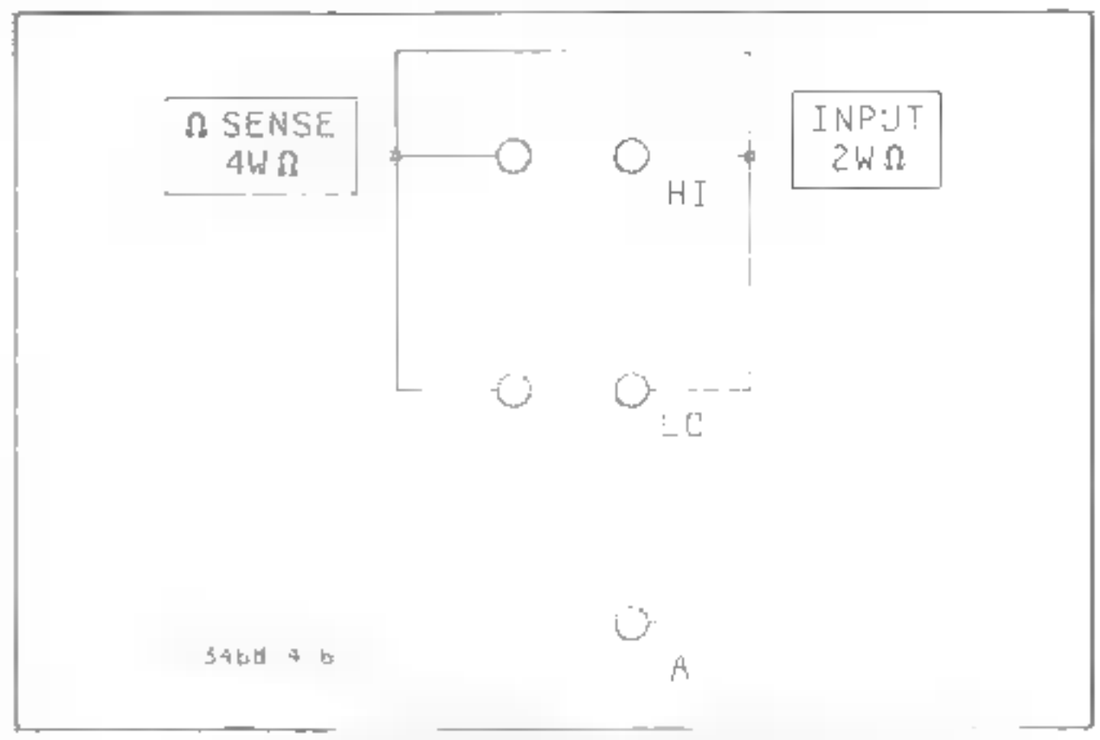
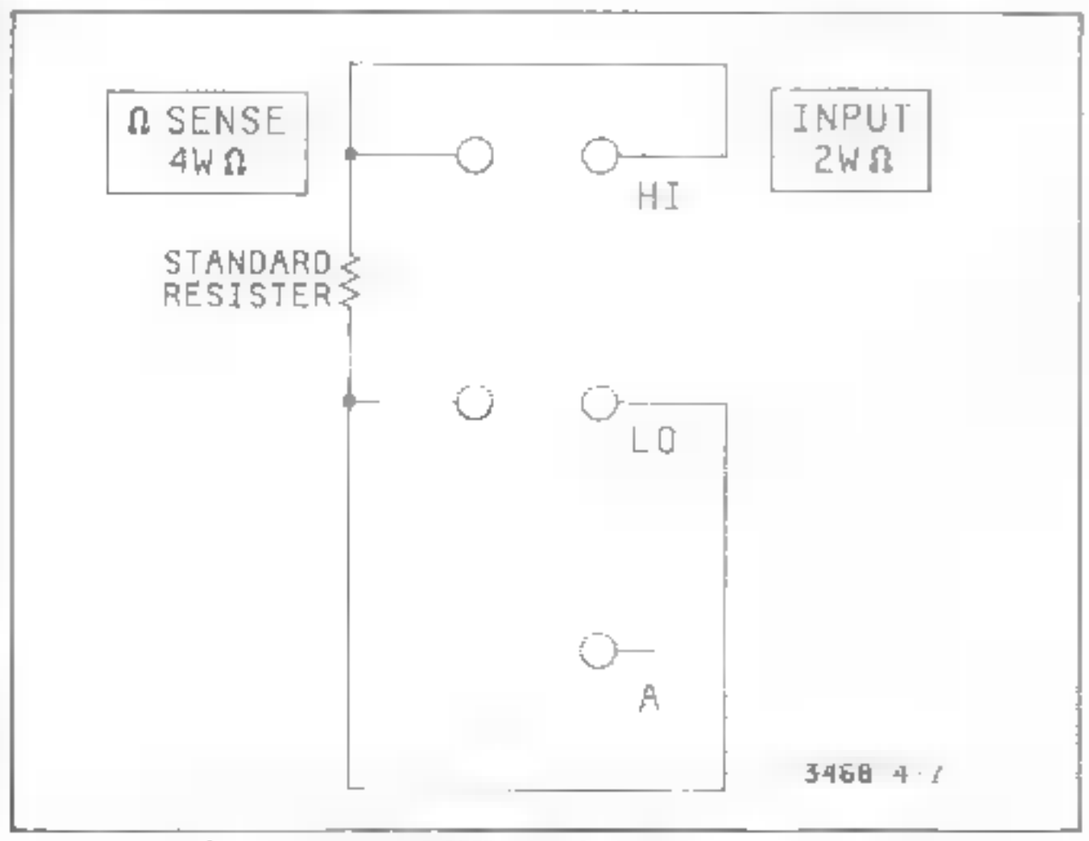

Figure 4-6. 4-Wire Ohms Test Connection
Figure 4-7. 4-Wire Ohms Connections
4-72. If the 3468A is to be tested in the 2-Wire Ohms Function, all test resistors are applied to the 3468A's INPUT Terminals. If the 4-Wire Ohms Function is to be tested, short the INPUT Terminals or connect the test resistors as shown in Figure 4-6 and Figure 4-7, respectively.
b. (Step #2.) Set the 3468A to the desired Ohms Function (see paragraph 4-70). If the 2-Wire Ohms Function is to be tested, short the INPUT Terminals. If the 4-Wire Ohms Function is to be tested, short the SENSE Terminals and the INPUT Terminals, as shown in Figure 4-6. Check the reading on the 3468A's display and record the reading on the Test Card.
e. Connect either a 300Ω or 100Ω Standard Resistor to the INPUT Terminals (refer to paragraph 4-71 to determine the resistor value). If the 3468A is to be tested in the 2-Wire Ohms Function, connect the resistor to the INPUT Terminals. If the test is to be done in the 4-Wire Ohms Function, connect the resistor as shown in Figure 4-7.